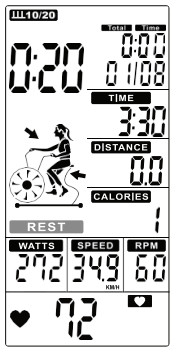
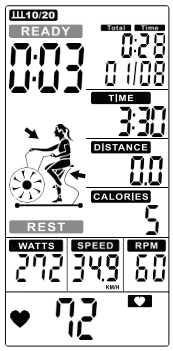

Figure 26
Figure 27
4. Cycle time counts down from 10 to 0 and **REST** flashes once per second along with 10 beeps (Figure 26), meanwhile **READY** will flash in last 3s (Figure 27).